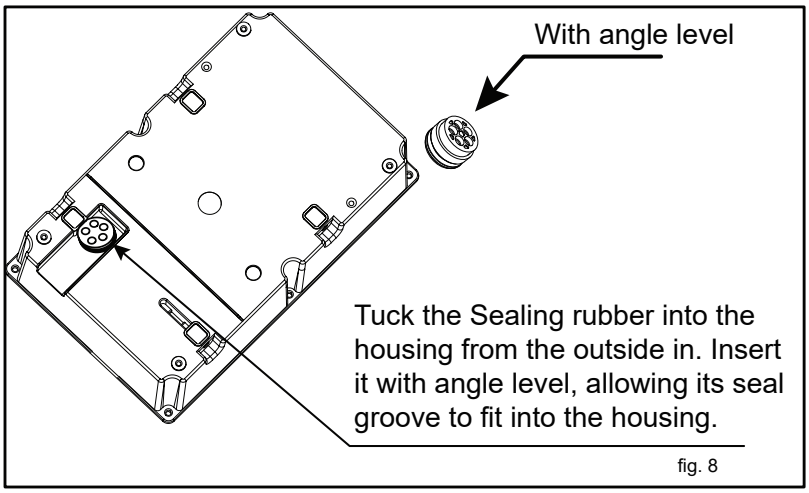

fig. 8
3.One hole of the sealing rubber be cut open with knife, insert the network cable into the sealing rubber,then insert them into the housing,as fig.8, Reserve enough length of the network cable to ensure that it can be well connected with theEthernet interface;
3. Insert the sealing part into the housing body, as fig. 8, thread the CT wire into the sealing part, one hole corresponds to one CT wire (if the product is single-phase, just need to use a sealed wire hole, and the other two do not need to be pierced broken), after the CT cable is inserted, reserve enough length to connect to the CT interface;
b1. Insert the sealing rubber into the housing, as shown in Fig 8, insert the bare wire into the sealing rubber, one hole corresponds to one bare wire, after all the wires are inserted, leave enough length of the cable to connect to the terminal block.